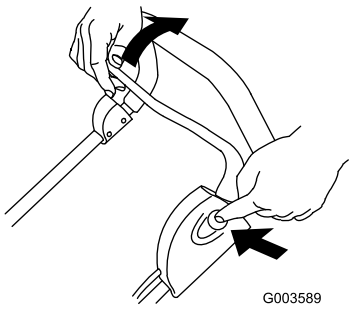

Рисунок 16
4. Удерживая кнопку, потяните рычаг управления в направлении рукоятки (Рисунок 16).